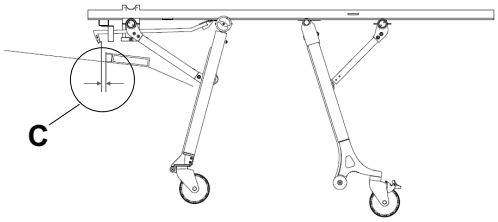

Figur 15 – Sikkerhetskrok og klaring for bunnplate
- Horisontal klaring (C) mellom sikkerhetskrok og bunnplate er tilstrekkelig for avlasting (Figur 15)